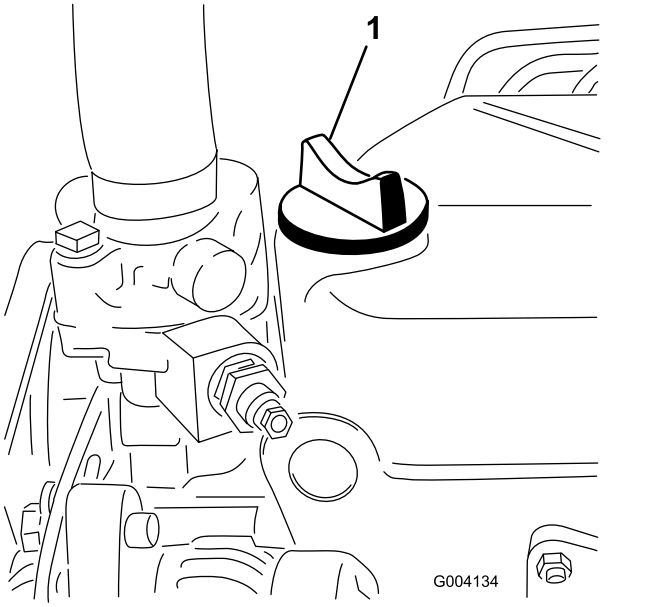

Figur 49
5. Hvis olieniveauet er under FULL-mærket, skal du fjerne påfyldningsdækslet (Figur 49) og fylde olie på, indtil niveauet når FULL-mærket.